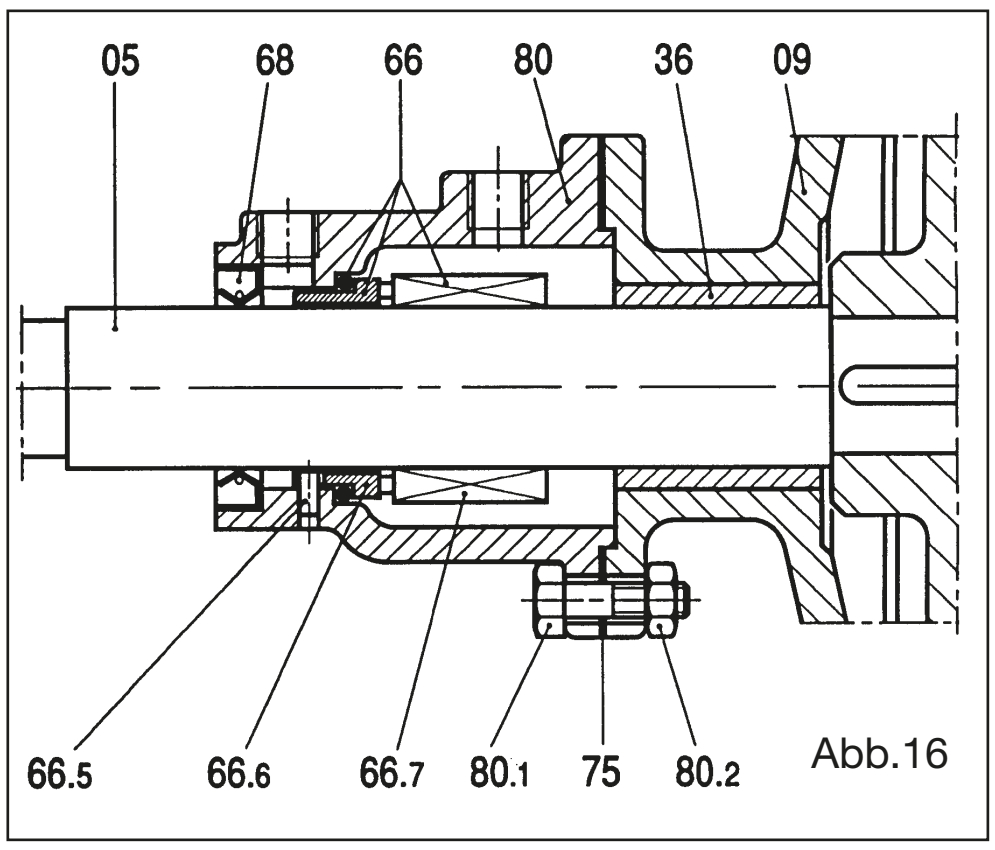

Abb.16
11.9 Entfernung der einfachen mechanischen Dichtung ST4, ST5, ST6 (Abb. 16)